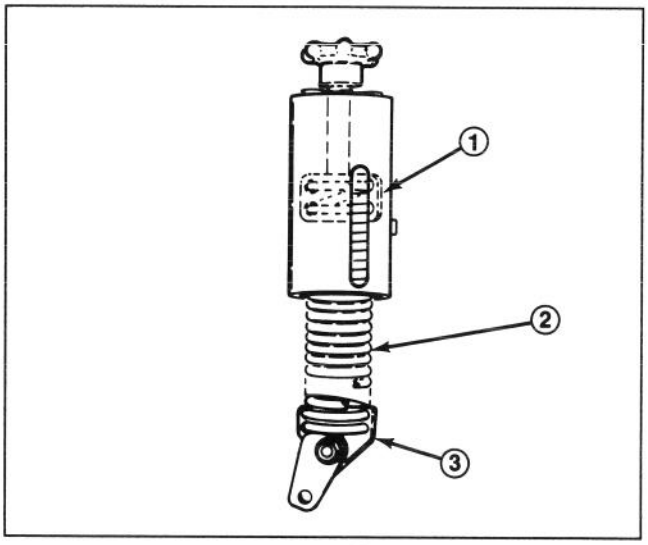

Figure 24
2. Deluxe Counterbalance (Fig. 24)